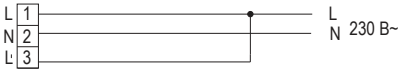

Рисунок 2
– присоединить подготовленные концы сетевого кабеля к винтовым зажимам клеммной колодки согласно маркировке (рисунок 2):
2) фазный некоммутированный проводник сети – подключить к контактному зажиму (L);
3) нейтральный проводник сети – подключить к синему зажиму (N);